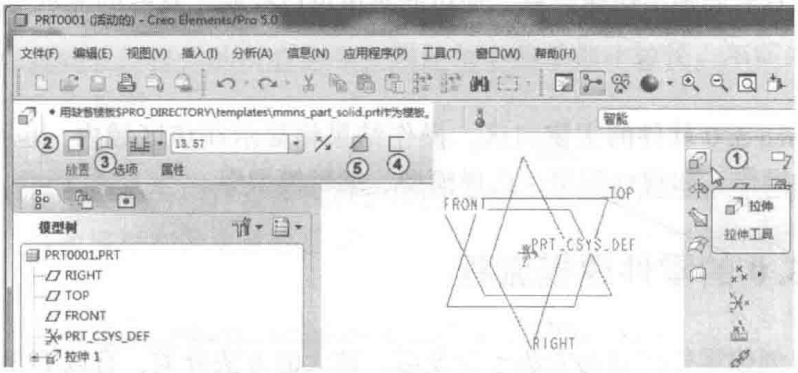

图 1-6 “拉伸”特征操控面板
选取拉伸特征命令的一般方法是单击屏幕右侧工具栏中的“拉伸”按钮，如图 1-6 中①所示。选择“拉伸”命令后，屏幕上方出现“拉伸”特征操控面板。特征操控面板中默认情况下已按下“实体特征”按钮，表示实体特征的截面草图完全由材料填充，如图 1-6 中②所示。还有如下按钮。
- “曲面特征类型”按钮，创建一种没有厚度和质量的片体几何曲面，通过相关操作可以变成带厚度的实体，如图 1-6 中③所示。
- “薄壁特征类型”按钮，创建的薄壁特征的截面草图由材料填充成均厚的环，环的内侧或外侧和中心轮廓线是截面草图，如图 1-6 中④所示。
- “切削特征类型”按钮，创建切削特征，如图 1-6 中⑤所示。切削特征可分为“正空间”特征和“负空间”特征。“正空间”特征是在现有零件模型上添加材料，“负空间”特征是在现有零件模型上切除材料。